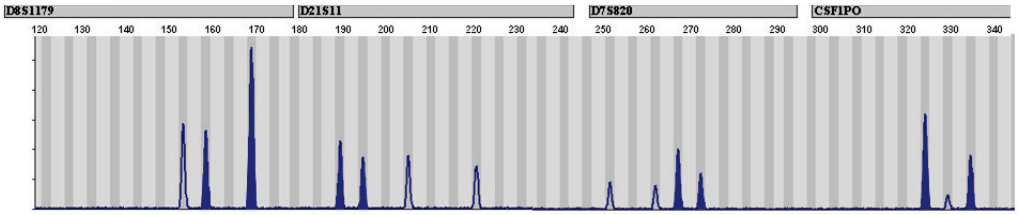

Figure 2
Figure 2 shows the blue panel of a two-person mixture with the alleles of an assumed donor highlighted. The foreign contributor DNA was degraded while that of the assumed was not. The overall average Mx for the profile was 0.35. The Mx was re-calculated with the profile divided between high and low molecular weight loci. The average Mx for the low molecular weight (LMW) loci was 0.43 and the average Mx for the high molecular weight (HMW) loci was less than 0.20. Although the LMW and HMW Mx ranges (±0.3) overlap, they span a broader range collectively than the overall profile range. The effect is that fewer genotypes would be considered possible and thus the true genotype at any one locus may not actually be included. Furthermore, with an Mx of 0.2, drop-out is clearly possible, something that would not necessarily be considered with an Mx of 0.35.
- Some mixtures may not fit neatly into only one category (see Figures 2 and 23).